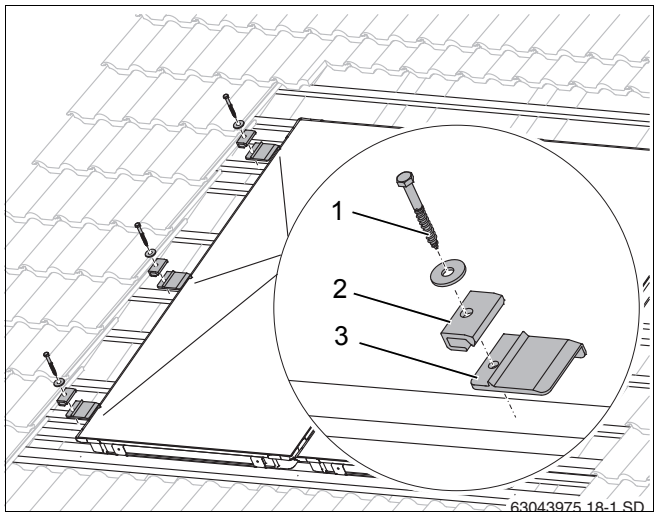

Рис. 29 Установка левого прижима
- Слегка приподнимите коллектор и сдвиньте вниз под коллектор левые подкладные пластины (рис. 29, [3]) на 2-ой и 3-ей дополнительных рейках, а также в середине коллектора на имеющейся рейке так, чтобы выступ уперся в край коллектора.
- Для винта (рис. 29, [1]) нужно заранее просверлить отверстие сверлом 4 мм.
- Закрепите односторонний прижим (рис. 29, [2]), установив винт 6 x 40 (рис. 29, [1]) и подкладную шайбу (используйте ключ SW 10).